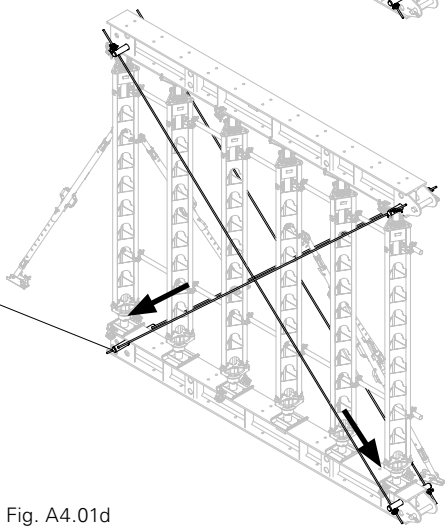

Fig. A4.01d
3. Re-tighten the diagonal bracing (6.2) and retract the Push-Pull Props (5) at the same time. (Fig. A4.01d)